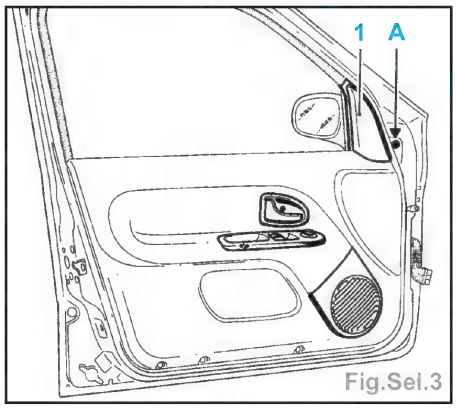

Fig.Sel.3
- le cache vis de rétroviseur (A) (Fig.Sel.3),